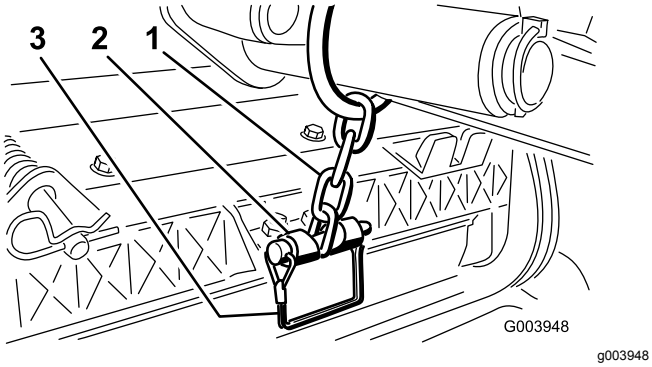

**Figur 12**
12. Fastgør løftearmskæden til kædebeslaget med låsestiften (Figur 12).